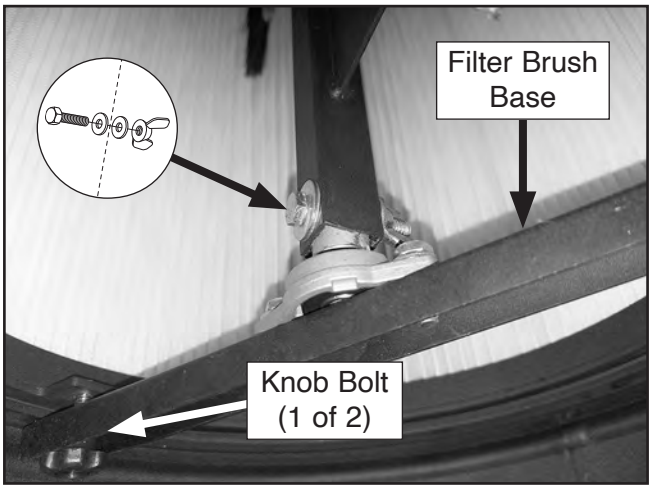

Figure 34. Filter brush base attached to filter brush assembly and canister filter assembly.
21. Attach filter brush base to filter brush assembly with (1) ¼"-20 x 1¼" hex bolt, (2) ¼" flat washers, and (1) ¼"-20 wing nut (see **Figure 34**).
22. Secure filter brush base to canister filter assembly with (2) ¼"-20 x ¾" knob bolts (see **Figure 34**).